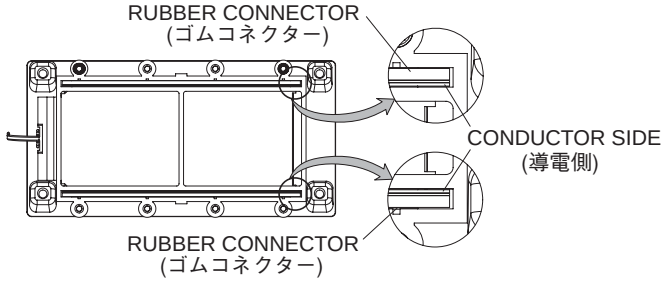

Fig.4（図4）
*** When attaching the rubber connector to the LCD frame, set the conductor side to face inward. (Fig.4)**
※ LCD フレームにゴムコネクターを取り付けるときは、導電部を内側にしてください。（図 4）